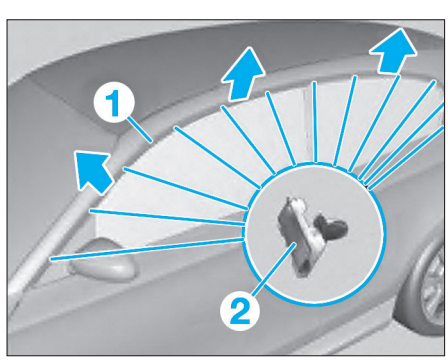

FIG. 5
• Dégrafer, dans le sens des flèches, la moulure (1) des agrafes (2) en commençant par l'avant **(Fig.5)**.